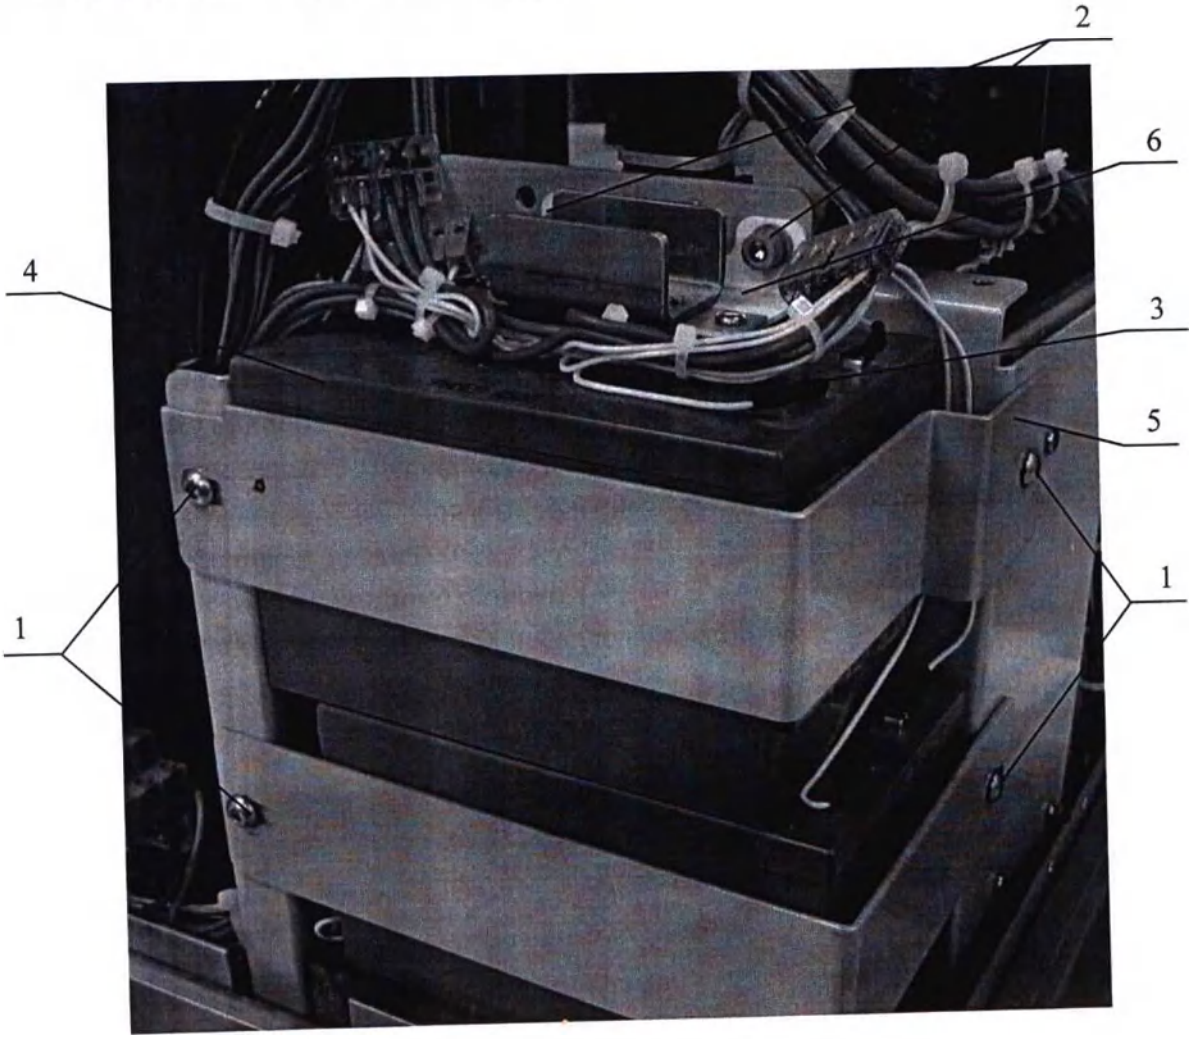

Рисунок 25. Замена аккумуляторных батарей.
- снимите клеммы 3 (Рисунок 25) с батарей 4;